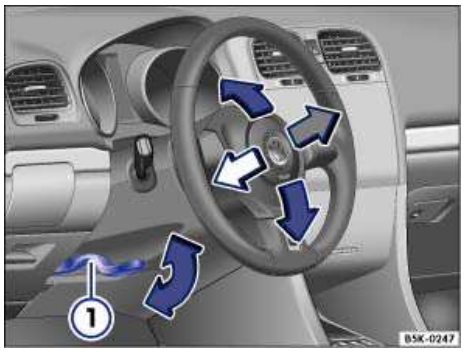

**Fig. 44** Manual adjustment for the steering wheel position.
- Push down on the lever ⇒fig. 44 (1).
- **Always pull the lever (1) firmly upward after adjusting the steering column so that the steering wheel does not change position suddenly while the vehicle is moving.**